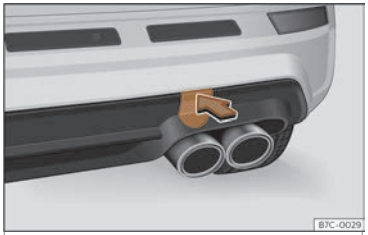

Fig. 43 No lado dereito do parachoques traseiro:retirar a tapa.
A cavidade da argola de remolque enroscada está situada no lado dereito do parachoques traseiro detrás dunha tapa››› **fig. 43** .
- Prema sobre a parte superior da tapa ››› **fig. 43** para desencaixala.